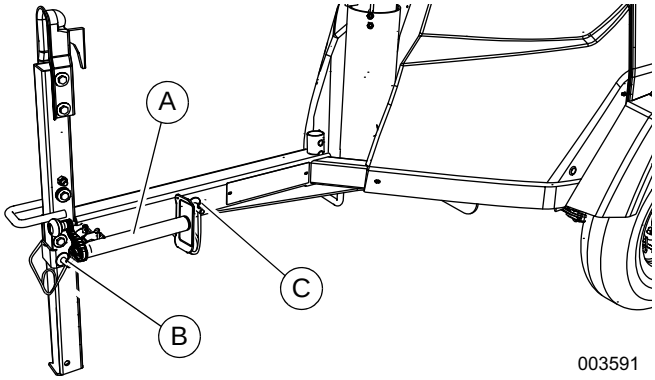

Figure 2-9. Install Pins and Rotate Jack
5. See ***Figure 2-9***. Install pins (B) and (C) at locations shown to secure trailer tongue in storage position.